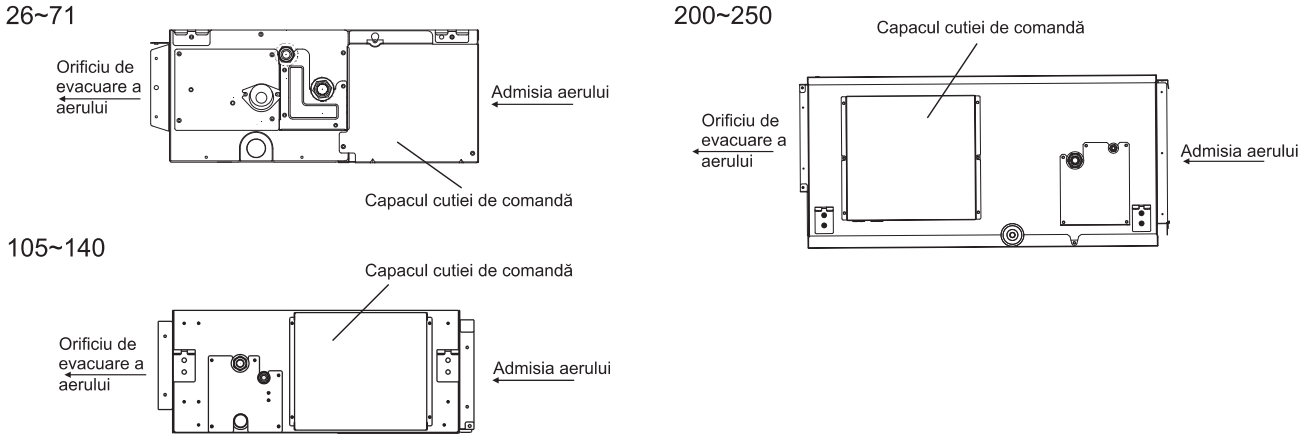

Fig.6.1 Scoateți șuruburile de pe cutia de control
- Când prindeți cablajul, utilizați materialul de prindere inclus, după cum se arată în Fig.6.1, pentru a preveni exercitarea unei presiuni externe asupra conexiunilor de cablaj, și strângeți ferm.
(1) După cum se arată în Fig. 6.1, scoateți șuruburile din cutia de comandă.
(2) Conectați cablul de alimentare și cablul de împământare la terminalul principal.
(3) Conectați cablul telecomenzii la cutia subsidiară de terminale.
(4) Conectați sursa de alimentare a unităților interioare și exterioare la terminalul principal.
(5) Fixați bine cablul în cutia de control cu o clemă.
(6) După finalizarea cablajului, sigilați orificiul de cablare cu materialul de etanșare (cu capacul), pentru a împiedica formarea condensului și pătrunderea insectelor în cutia de comandă.
(7) Puneți la loc capacul casetei electrice după finalizarea lucrării.